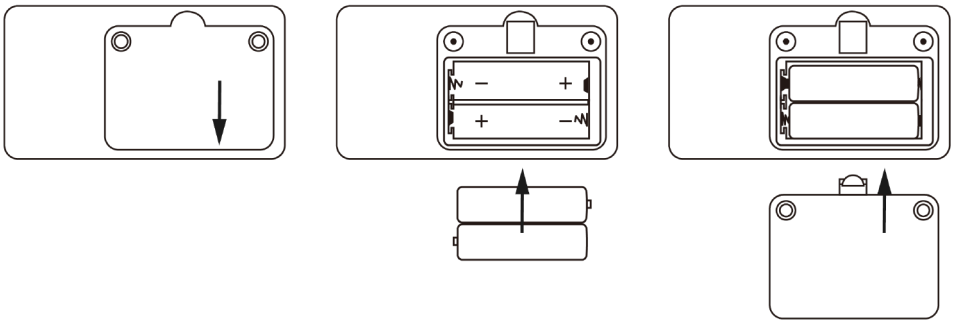

Figura 3. Instalação das pilhas
A. Consulte a Figura 3. Utilize uma chave de fendas para desaparafusar os dois parafusos do compartimento das pilhas, na parte de trás do produto, e abra a tampa traseira do compartimento das pilhas.